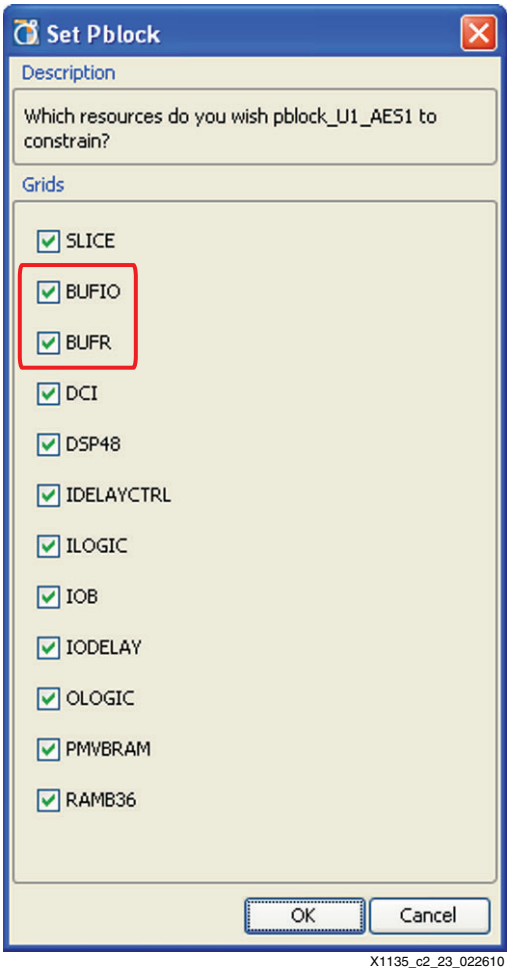

Figure 3-23: **Set Pblock**
4. A dialog box (see Figure 3-23) pops up with various attributes and associated checkboxes. All boxes must be checked, including (if listed) **DCM_ADV**, **PLL_ADV**, **BUFGCTRL**, **BUFR**, and **BUFIO**. Even though most of these blocks are not in the design, it is important to select them to take advantage of their routing resources. All used components must be included.